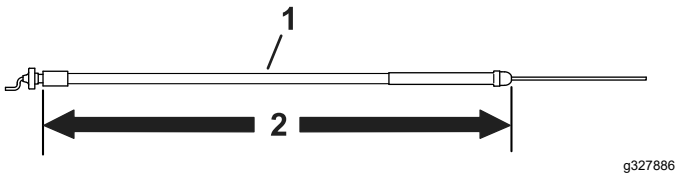

Figure 7
- Utilisez le câble d'accélérateur de 158,3 cm de long pour tous les modèles, sauf le groupe de déplacement modèle 04056 ; voir Figure 7.